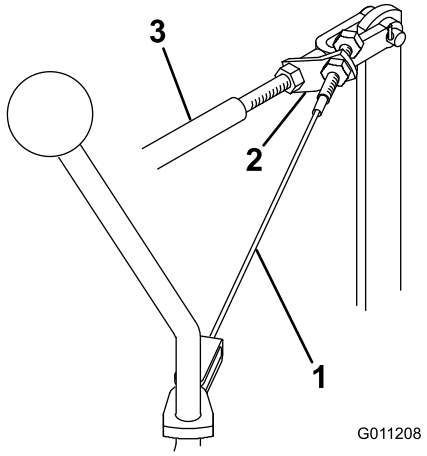

Figur 47
1. Løsne den fremre låsemutteren som fester kabelen til kontrollstagbraketten for klipping/løfting (Figur 47).
3. Trekk til den bakre låsemutteren for å fjerne det meste av dødgangen i kabelen mens du holder kontrollstaget for klipping/løfting i den bakre posisjonen (Figur 47). Pass på at kabelen ikke er for stram.